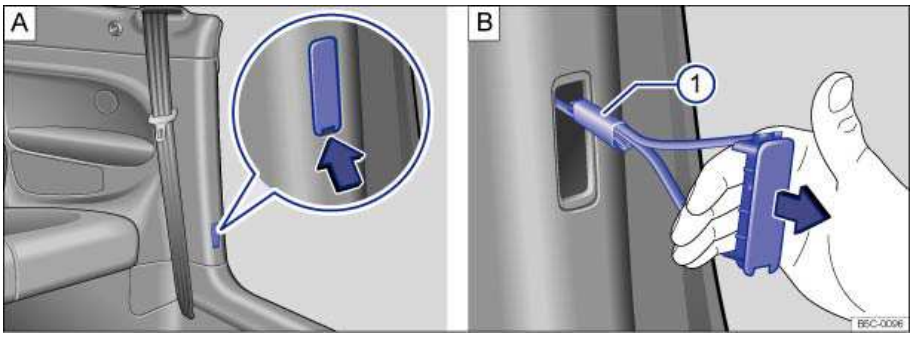

Fig. 157 In the bottom of the driver door pillar: Emergency release cover.
- Insert the vehicle key from below (in the direction of the arrow) into the opening in the cover ⇒ fig. 157 **A**. Carefully remove the cover from the trim with the vehicle key.
- Grasp the cover and pull on the release loop attached to it ⇒ fig. 157 **B** (1) in the direction of the arrow until the cord is completely extended.